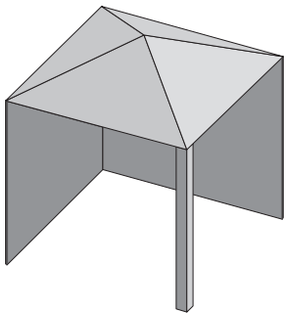
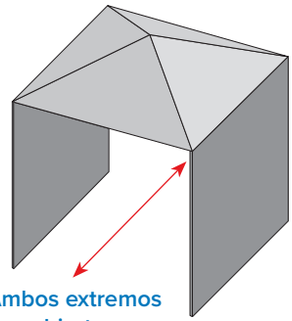

Fig. 2
Fig. 3
- » Las paredes laterales pueden ser paralelas, como en un corredor, o perpendiculares entre sí. **(Fig. 2 y Fig. 3).**